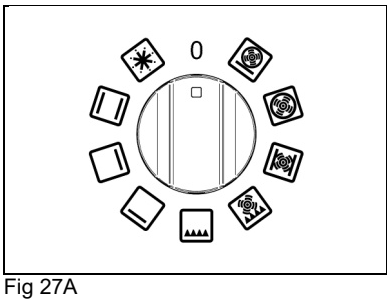
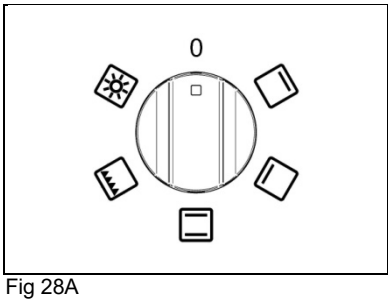

Fig 27A
Fig 28A
1. Draai de keuzeschakelaar op de gewenste stand. (Fig.27A-27B and Fig.28A-28B).